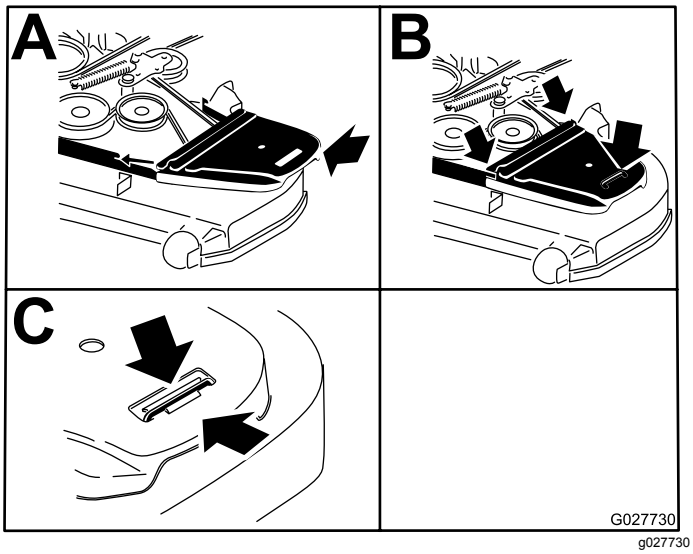

Figure 92
14. Reposez les couvercles de courroies (Figure 92).